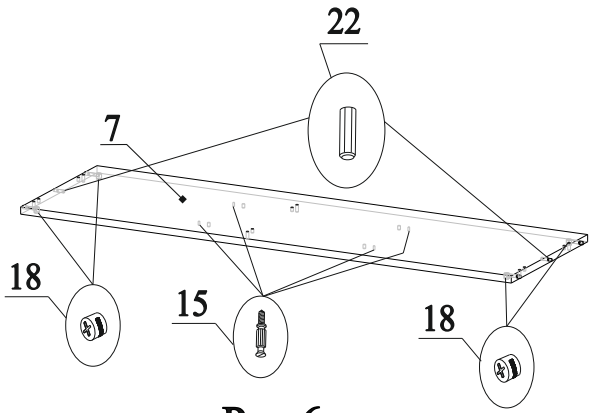

Рис.6
11. В торцы детали 7 вставить шканты 22 (рис.6);
12. В отверстия на детали 7 вставить эксцентрики 18 стрелками к торцевым отверстиям (рис.6);
13. В отверстия на детали 7 вкрутить дюбеля 15 (рис.6);